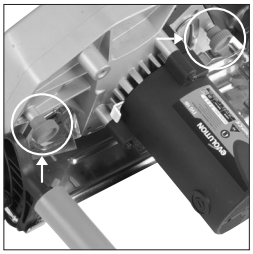

Fig. 10
- Afloje los dos tornillos de mariposa del recogedor de virutas. **(Fig. 10)**